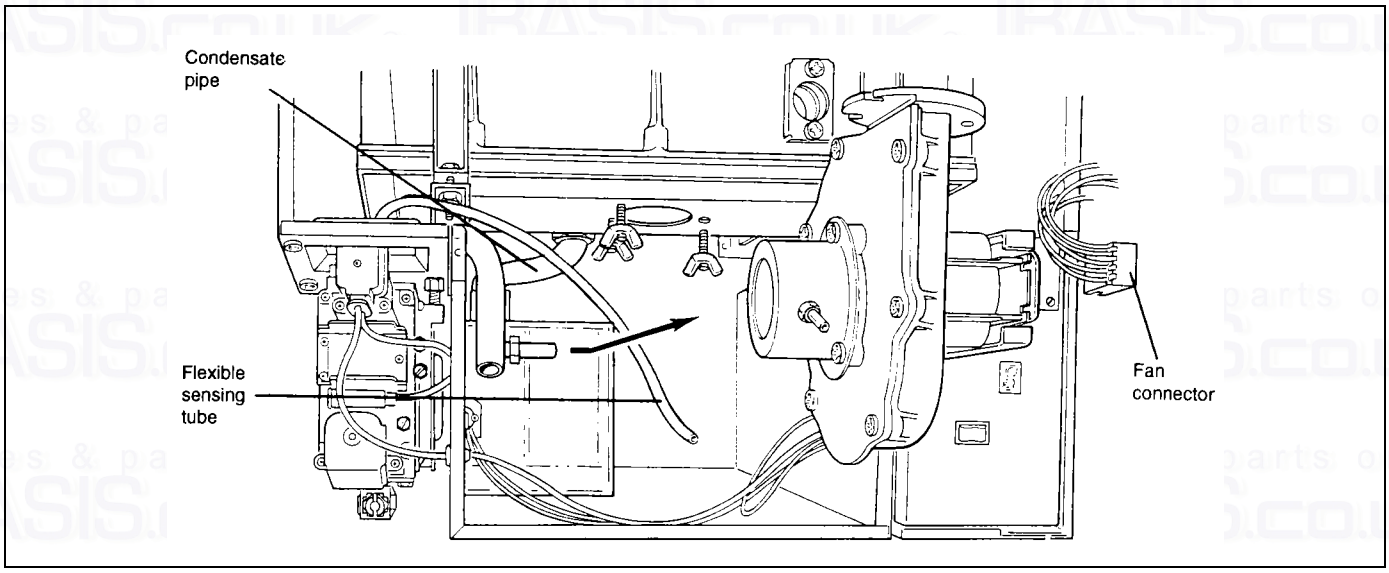

FIG. 16 REMOVING FAN
1) Disconnect electrical connection from fan motor. FIG. 16.
2) Disconnect flexible sensing tube from the fan inlet housing. FIG. 16.
3) Remove fan by slackening two wing screws on left hand side and removing the MS wing screw on the right hand side of the fan. FIG. 16.
4) Slide fan to the right then forward and remove from boiler. FIG. 16.
5) Disconnect flexible condensate pipe from the rear of the combustion chamber/sump casting. FIG. 16.
c) Disconnect flexible condensate pipe from the rear of the combustion chamber/sump casting. FIG. 16.